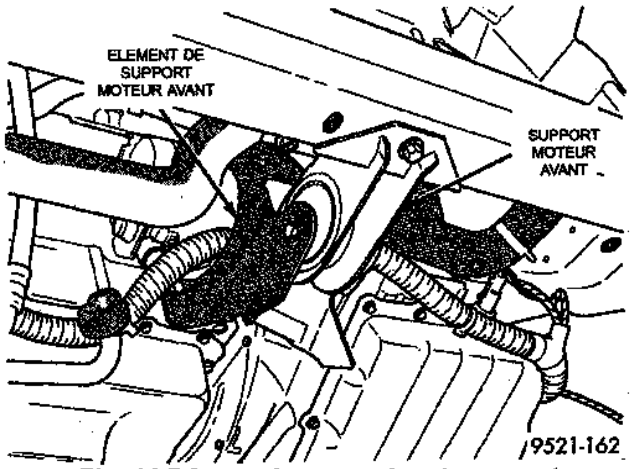

*Fig. 44 Dépose du support moteur avant*
(19) Déposer le silentbloc de support moteur avant et l'élément de support (Fig. 44).